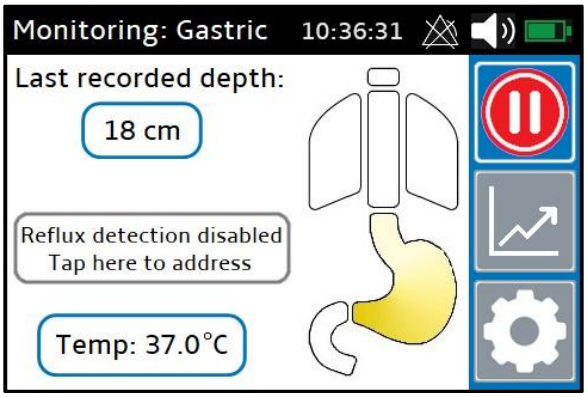

Figure 25: Monitoring - Deep Message
- Deep migration notification (Figure 25): Monitor detects consistently low impedances indicative of stomach tissue contact across the reflux sensors that are normally expected to be in the esophagus. Deep placement does not pose a significant risk to the patient, but it does prevent reflux detection. If reflux monitoring is desired and the standard-of-care placement verification result indicates that the feeding tube is inserted into the stomach with sufficient margin to safely tolerate slight retraction, the user can carefully retract the feeding tube 1 cm and then wait 1 minute to see if the monitor detects the feeding tube at proper depth (as indicated by a green stomach in the Anatomy diagram). The user should then use standard-of-care protocols to verify that the feeding tube was not retracted out of the stomach. If the monitor still detects that the tube is too deep after the 1-minute wait time, the user can repeat the process (retract 1 cm and wait 1 minute) if the clinician deems it still safe to retract further.
Gastroesophageal reflux monitoring is only available in Gastric Monitoring mode. Several reflux-sensing electrodes are situated in a section of the feeding tube that is expected to remain in contact with esophageal tissue while monitoring, assuming the feeding tube is inserted to a proper depth. If the feeding tube is inserted too deeply into the stomach (or migrates too far into the stomach over time via peristalsis), the reflux sensors will end up in the stomach and reflux detection will be disabled. If deep placement is detected (see Figure 25) but reflux monitoring is required, the user should follow the protocol mentioned above for safely repositioning the feeding tube.